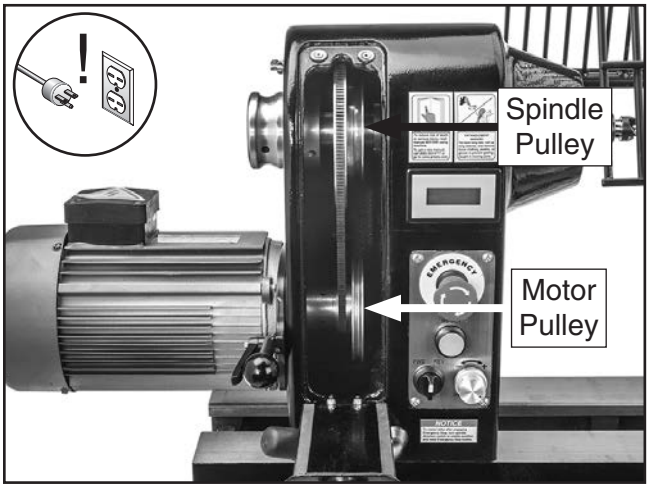

Figure 67. Belt access cover opened.
6. Reach into belt access cavity and roll belt off motor (lower) pulley (see **Figure 67**). Then slide belt off of spindle (upper) pulley.